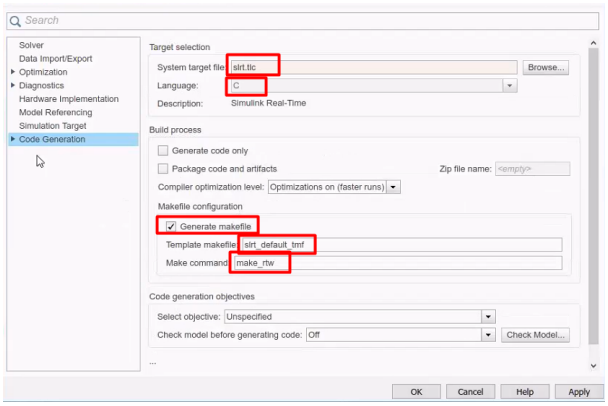

Figure 10.68: Set the Simulink code generation options.
9. (Figure 10.68) In the "Code Generation" tab, set the options: